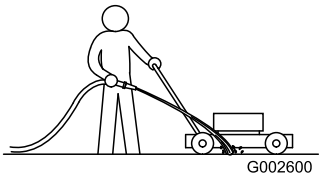

Figur 41
1. Spruta en vattenstråle framför det **högra** bakhjulet medan motorn är igång och gräsklipparen befinner sig på en plan stenbelagd yta (Figur 41).